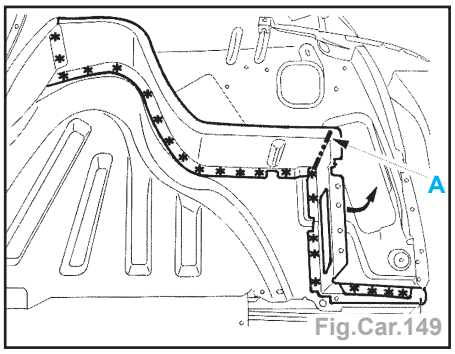

Fig.Car.149
- Découper suivant A et rabattre la partie inf. (Fig.Car.149 et 150).